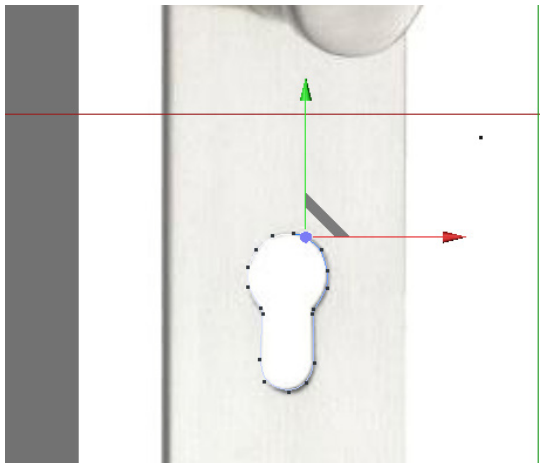

Figure 2-12 *Shape of the keyhole*
2. In the Front viewport, draw the shape of the keyhole on the reference image, as shown in Figure 2-12. You will notice that *Spline* is also added to the Object Manager.
3. Invoke the **Move** tool from the Command Palette and select the points of *Spline*. Next, edit the shape of *Spline* to give it the shape of a keyhole, as shown in the reference image, refer to Figure 2-12.